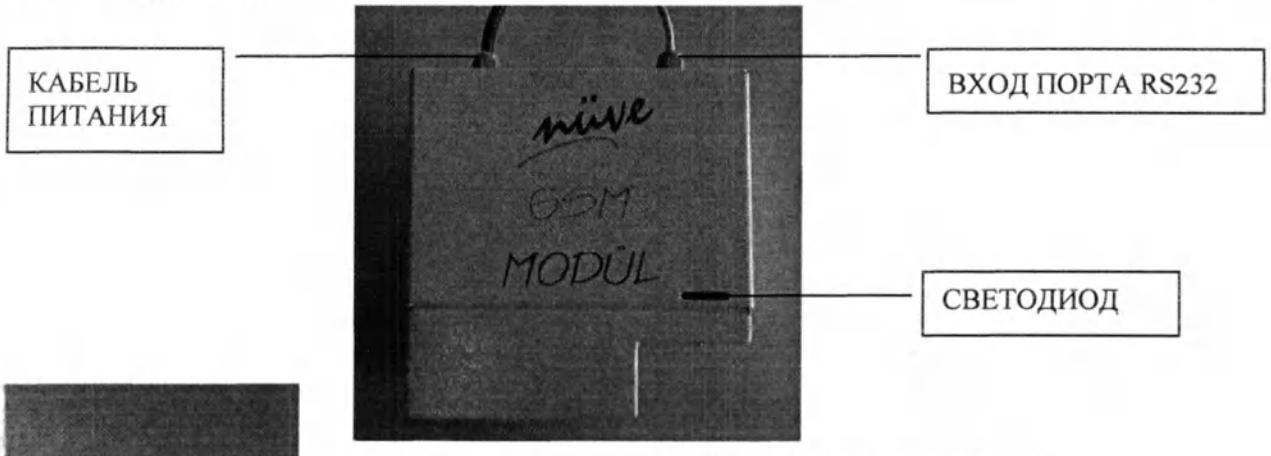

Рис. 8
- Подключите конец кабеля RS 232 аварийного модуля AlerText GSM (см. рис. 8) в порт RS 232 морозильной камеры (см. рис. 4);